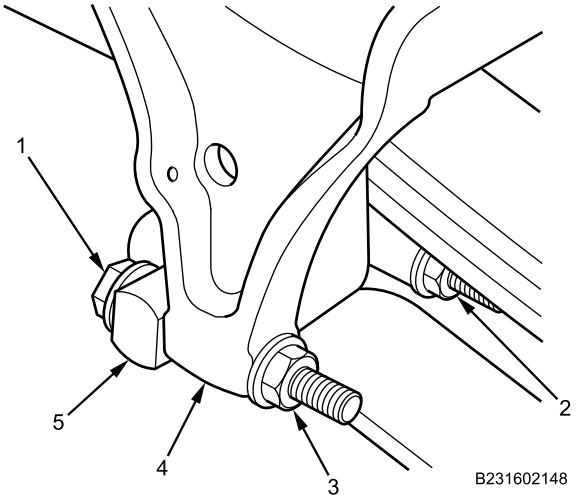

Figure 13. Rear Spring Pivot Link.
15. Apply corrosion preventive compound to rear spring pivot link bolts (Figure 13, Item 1) and nuts (Figure 13, Item 2 and 3).
16. Install two rear spring pivot link bolts (Figure 13, Item 1) on rear spring pivot link bushing pin (Figure 13, Item 5) and rear spring front bracket (Figure 13, Item 4).
17. Install shims between rear spring pivot (Figure 13, Item 5) and rear spring front bracket (Figure 13, Item 4) link bushing pin noted during removal procedure.
18. Install nuts (Figure 13, Item 2 and 3) on rear spring pivot link bolts (Figure 13, Item 1) and torque nuts to 220 lb-ft (298 N•m).